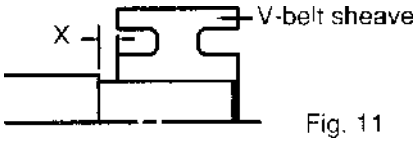

Fig. 11
**Place the sheave and belt as close as possible to the motor body (it is advisable to make x as shown in Fig. 11 equal to 0) to reduce the bending moment and improve shaft life.**